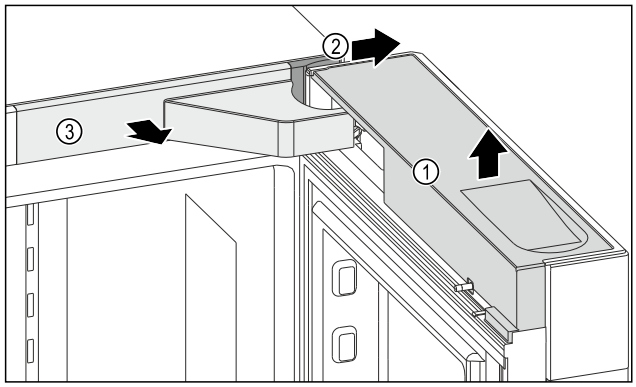

Fig. 7
▶ Sejměte kryt *Fig. 7 (1)*.
▶ Sejměte kryt *Fig. 7 (2)*.
▶ Sejměte kryt *Fig. 7 (3)*.